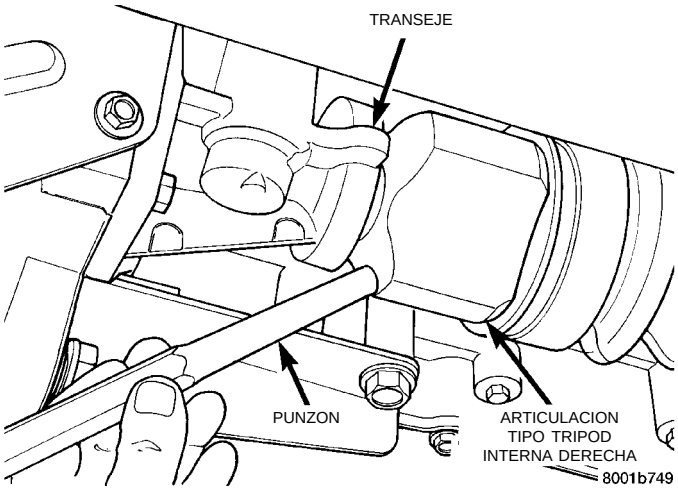
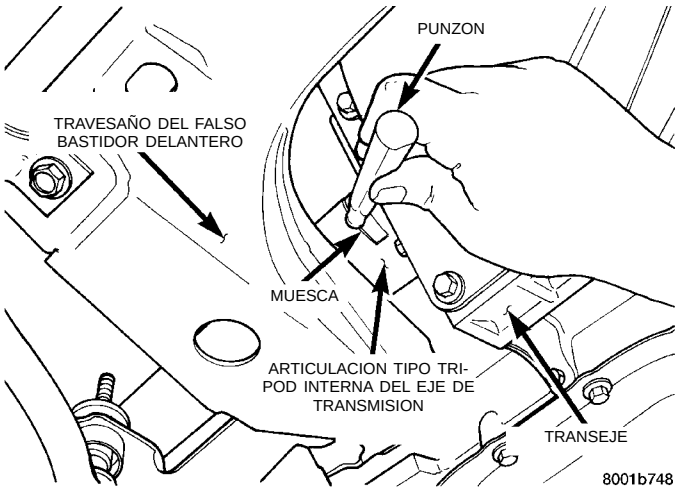

Fig. 13 Desmontando la articulación tipo Tripod interna derecha del transeje
Fig. 14 Desmontando la articulación tipo Tripod interna izquierda del transeje
(15) Desmonte las juntas tipo Tripod internas de los engranajes laterales del transeje utilizando un punzón para desalojar el anillo de retención de la articulación tipo Tripod del engranaje lateral del transeje. Si se está desmontando las juntas tipo Tripod internas derechas, coloque el punzón contra la articulación tipo Tripod interna (Fig. 13). Golpee el punzón con fuerza con un martillo para desalojar la articulación tipo Tripod interna derecha del engranaje lateral. Si se está desmontando las juntas tipo Tripod internas izquierdas, coloque el punzón en la ranura de la articulación tipo Tripod interna (Fig. 14). Golpee el punzón con fuerza con un martillo para desalojar la articulación tipo Tripod interna izquierda del engranaje lateral.